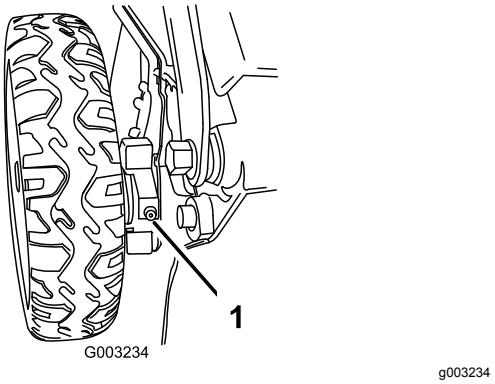

Rysunek 43
1. Oczyść smarowniczki w tylnych kołach za pomocą czystej szmatki (Rysunek 43).